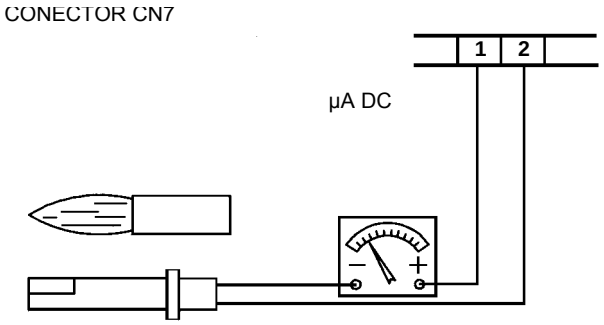

Fig. 30
- Examen y limpieza cuidadosa de la fotoresistencia de control de llama, si fuera necesario sustituirla. En caso de duda verificar la señal de encendimiento de la célula, después de haber puesto en funcionamiento el quemador, siguiendo el esquema en Fig. 30.
Para medir la señal de detección seguir el esquema de la Fig. 30. Si la señal no tiene los valores indicados verificar los contactos eléctricos, la limpieza de la cabeza de combustión, la posición de la fotoresistencia y eventualmente sustituir esta última.